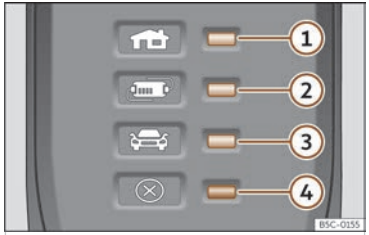

Fig. 69 Sur le câble de charge pour prises de courant : Témoins de contrôle sur le dispositif de protection.
››› **fig. 69**:
Le dispositif électronique de protection ››› **fig. 69** fait que le connecteur de charge demeure sans courant tant que la prise de charge du véhicule n'est pas branchée.
Un ou plusieurs des témoins de contrôle ››› **fig. 69** ①, ② ou ③ s'allument en vert.
Indication ››› fig. 69	Signification
①, ④ clignotent	Le connecteur pour l'habitation a beaucoup chauffé.
②, ④ clignotent	Le dispositif de protection a beaucoup chauffé.
Si l'opération de charge continue avec un courant inférieur, le témoin d'alerte ››› **fig. 69** ④ clignote en rouge en plus de l'indicateur de fonctionnement.
- Si une déconnexion ou une réduction du courant de charge se produit à nouveau et que l'exposition à une source de chaleur externe ne semble pas en être la cause, notez que le témoin de contrôle vert clignote ››› **fig. 69**. Pour vérifier le câble de charge, adressez-vous à un concessionnaire spécialisé CUPRA ou à tout concessionnaire du réseau SEAT. Pour la vérification de la connexion de l'infrastructure, adressez-vous à un établissement spécialisé en installations électriques.
Si le témoin d'alerte ④ rouge clignote ou s'allume sans qu'un des témoins de contrôle ››› fig. 69 ①, ② ou ③ de l'indicateur de fonctionnement soit allumé en permanence, il y a une panne.